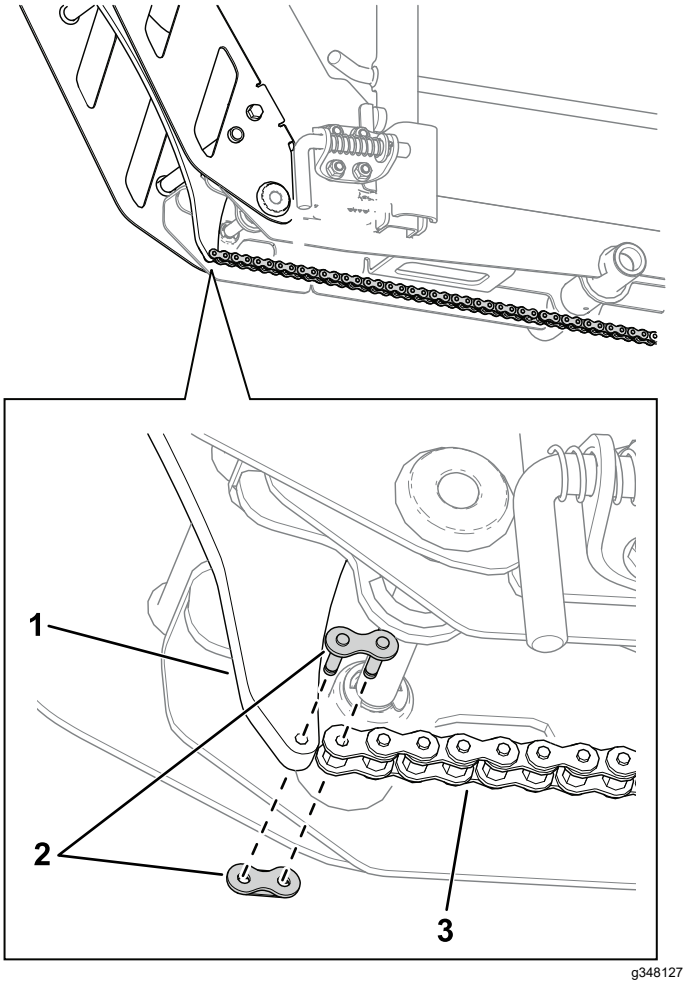

Figuur 17
11. Verbind de kettingen via een sluitschakel met de oprijplaten (Figuur 17).